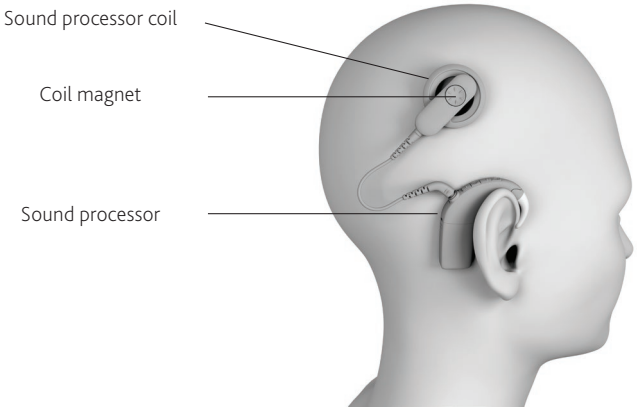

Figure 4: Location of the sound processor, sound processor coil and coil magnet
1. Prior to entering the MRI room and before removing the sound processor, mark on the patient's head an outline of the sound processor coil. See ***Figure 4*** below to identify the sound processor coil. Once the coil has been removed from the head, mark on the patient's head the centre position of the coil magnet. If necessary, shave the patient's head at the coil magnet location so this marking is more visible and easier to locate during the splinting process. This marking is essential to ensure that the splint is placed in the correct location.